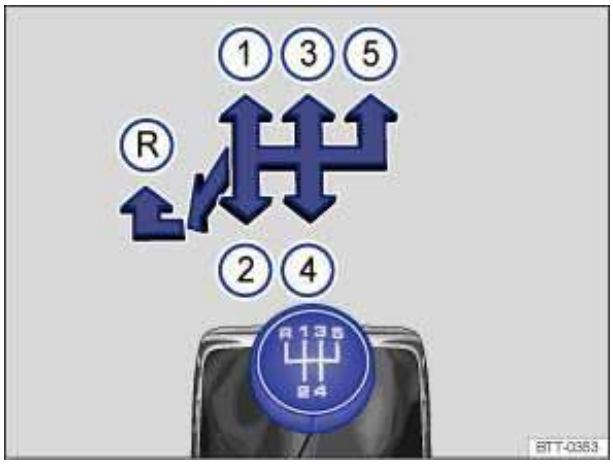
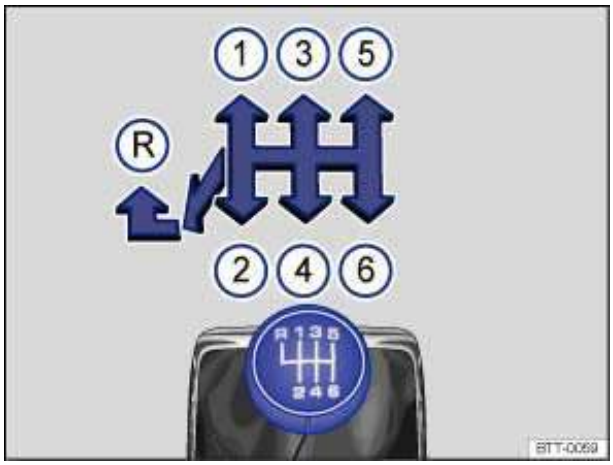

Fig. 98 Gearshift pattern of a 5-speed manual transmission.
Fig. 99 Gearshift pattern of a 6-speed manual transmission.
The positions of the individual gears are shown on the gearshift lever ⇒fig. 98 or ⇒fig. 99.
- Move the shift lever to the left and then push forward into the reverse gear position ⇒fig. 98 (R) or ⇒fig. 99 (R).